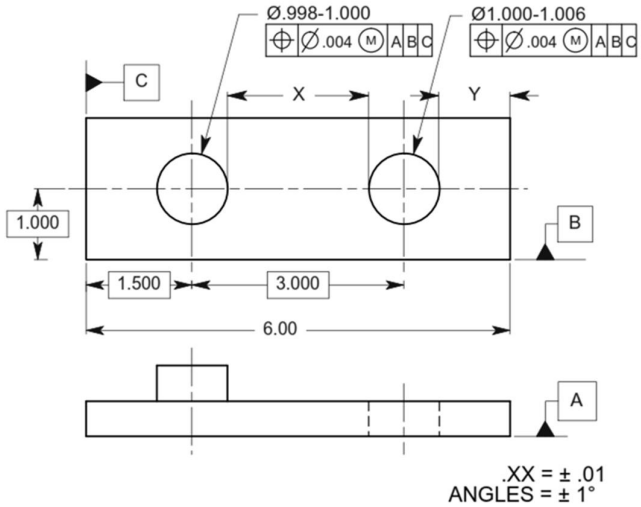

Figure 2
Q.3 **(a)** Calculate the virtual conditions and resultant conditions for the pin and hole. Then calculate the maximum and minimum distances for dimensions X and Y in Figure 2. **07**